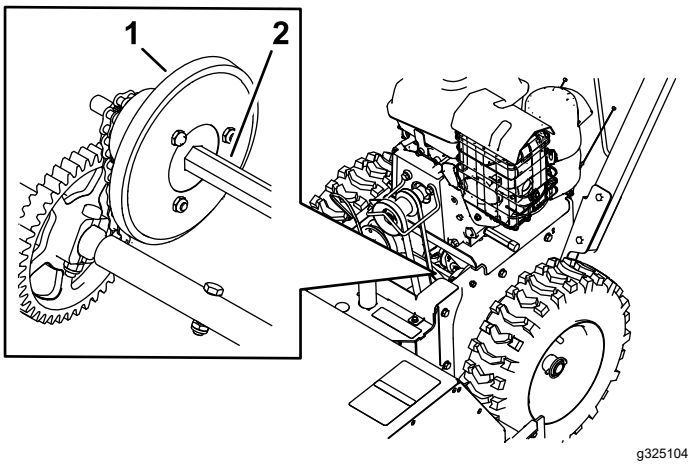

Figuur 24
4. Smeer de zeshoekige as licht met motorolie, gebruik hierbij een schone, lange en dunne kwast (Figuur 24).
Belangrijk: **Voorkom dat er olie op het rubberwiel of de aluminium aandrijfplaat komt omdat de aandrijving anders zal slippen (Figuur 24).**